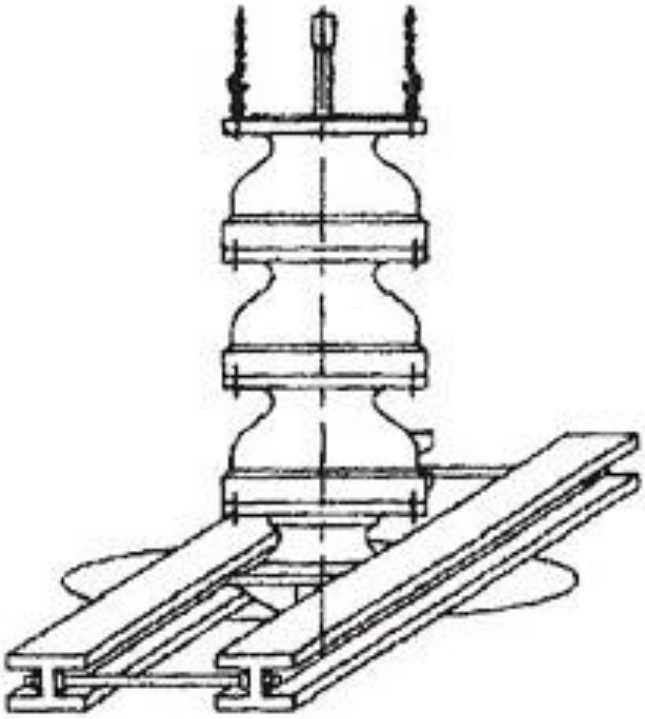

Рис. 7 Расположение балок
2. Поместить две двутавровые балки поперек открытого проходного отверстия. Скрепить балки между собой (Рис. 7)
5. Установить диаметрально-противоположно друг напротив друга два рым-болта на переходном фланце насосной части (Рис. 7), или, если переход